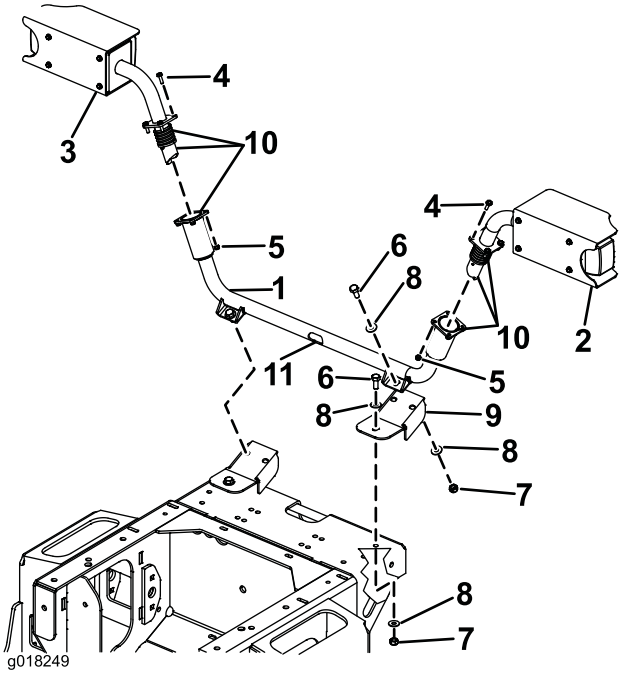

Figure 11
1. The front light assemblies attach to the center headlight mount which attaches to the machine using two mounting brackets (Figure 11).
2. Install the two mounting brackets to the front of the machine using M10 x 25mm screws, 3/8 inch washers, M10 nyloc nuts (Figure 11).
3. Install the center headlight mount to the mounting brackets using M10 x 25mm screws, 3/8 inch washers, M10 nyloc nuts (Figure 11).
4. Apply anti-seize grease to fully coat the inside wall of the tube ends and all the surfaces of the springs and tube end profiles (Figure 11).
5. The light assemblies are now ready to install. While holding the R.H. headlight mount, thread the wiring cable down through the end tubes and out the center cut out of the center headlight mount (Figure 11).
6. Secure the R.H. front light assembly to the center headlight mount using the M6 x 20mm screws and M6 nyloc nuts (Figure 11).